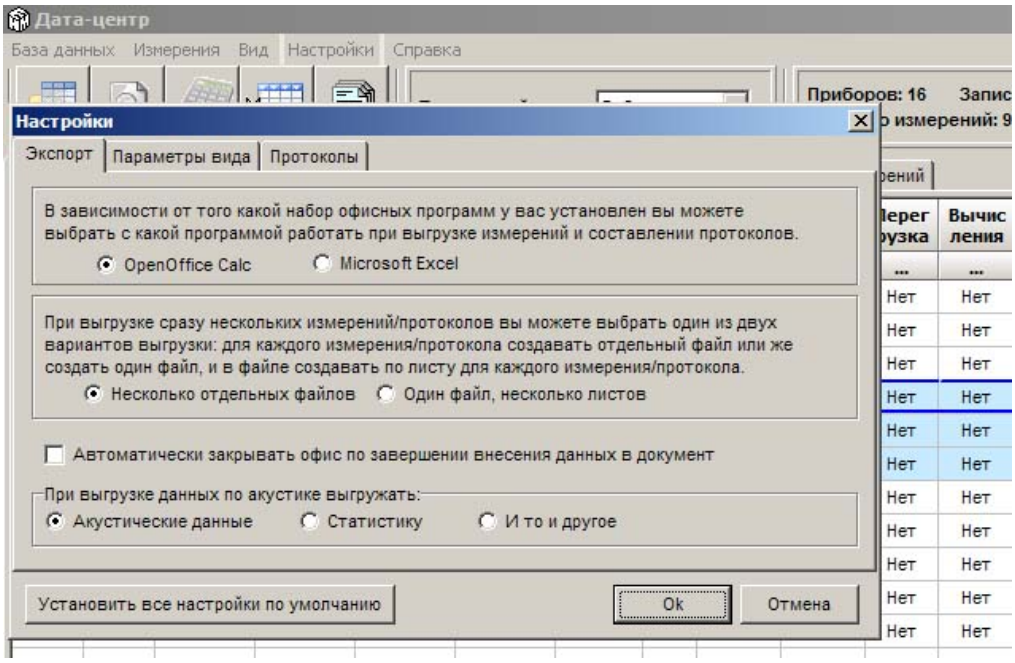

Рисунок 3.5 Задание параметра экспорта данных в электронные таблицы.
3.1.4.1. Закладка «Экспорт», рис. 3.5, позволяет установить следующие параметры: